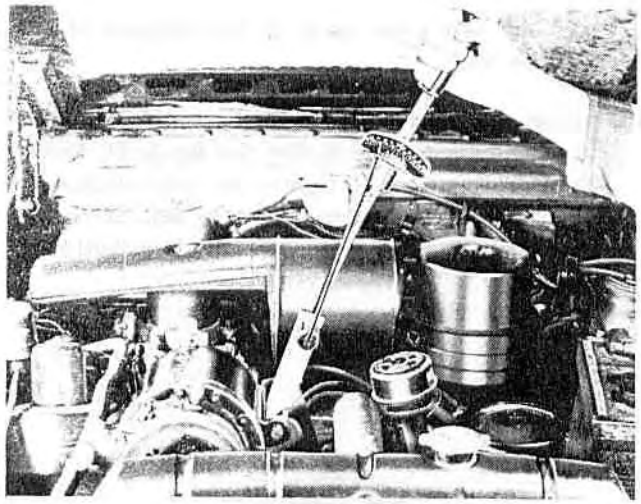

Figure 23—Adjusting the Compressor Belts
wrench, tighten the belts to 58 ft. lbs. See figure 23. Tighten all compressor to mounting bracket bolts while maintaining this 58 ft. lb. torque.
6. Install the belts. Using Belt Tension Adjuster, J-5577 and a 0-100 ft. lb. torque wrench, tighten the belts to 58 ft. lbs. See figure 23. Tighten all compressor to mounting bracket bolts while maintaining this 58 ft. lb. torque.